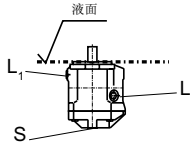

图1
a) 当油箱的最低液面和泵的安装法兰面同高或更高时，将“L”、“L1”和“S”口打开；(如图1)。